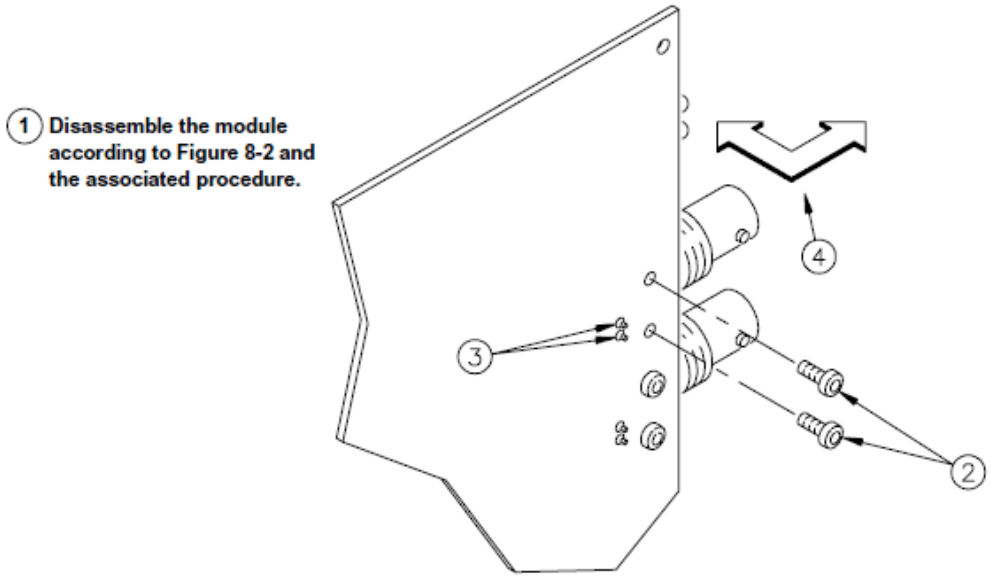

Figure 8-4 Remove/Install a BNC Connector.
Step 2 Remove the two torx screws that secure the BNC connector to the PC board (see Figure 8-4).
Step 3 Unsolder the BNC connector from the PC assembly at its two solder points (see Figure 8-4).